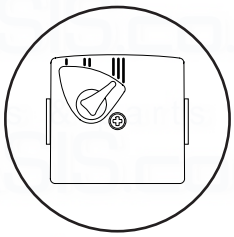

Fig. 72
3. A standard Grundfos 15-60 replacement head can now be fitted. Connect the wiring to the new head. **The pump speed must be set to 3** (Fig. 72).